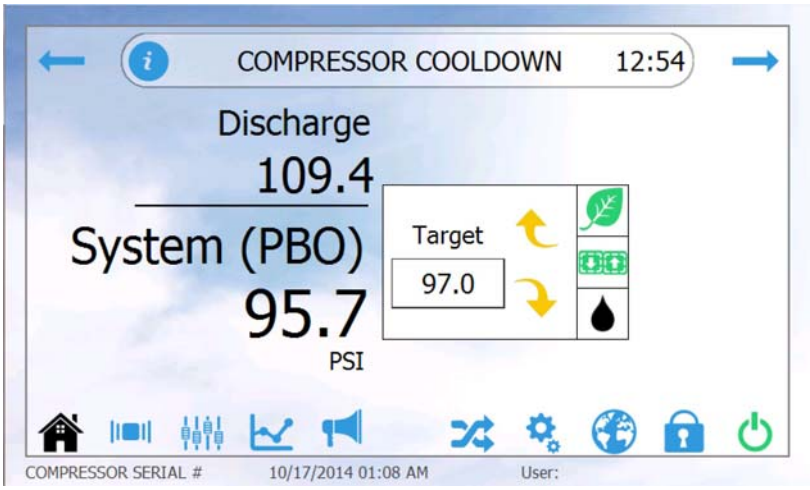

FIGURE 3-11
4. Two minutes after the shutdown command is received, the message Cooldown appears at the top of the operator interface, at which time a compressor restart is permitted. Reference Figure 3-11.